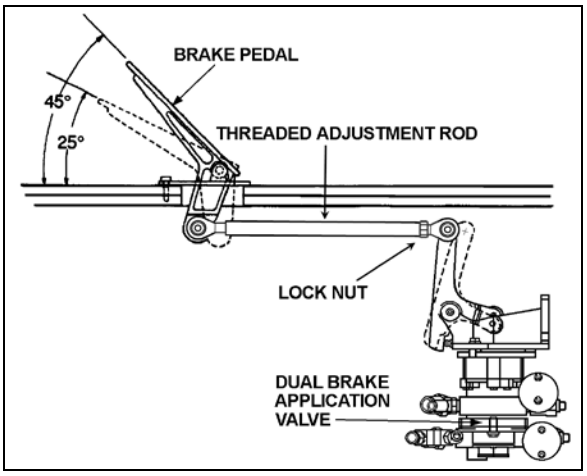

**FIGURE 14: BRAKE PEDAL ADJUSTMENT**
The E-8P dual brake valve is a floor mounted, foot-operated type brake valve with two separate supply and delivery circuits. This valve is located in the front service compartment (Figure 14).
1. Replace the linkage, loosen threaded rod lock nut and screw or unscrew the threaded adjustment rod in order to obtain a 45$^{o}$ brake pedal inclination (Figure 14).